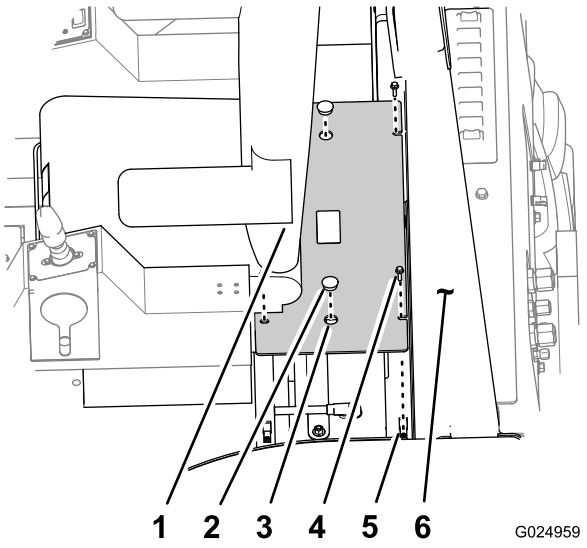

Figura 114
3. Togliete i 2 coperchi con maniglie dai fori del coperchio della batteria (Figura 114).
4. Rimuovete i 4 bulloni a testa flangiata (5/16 x 1 poll.) che fissano il coperchio della batteria alla piattaforma del ROPS (Figura 114).
5. Utilizzando le maniglie, sollevate il coperchio della batteria per rimuoverlo dalla piattaforma del ROPS (Figura 114).
4. Allineate i fori sul coperchio della batteria con i dadi a graffetta nella flangia di montaggio per il coperchio (Figura 114).